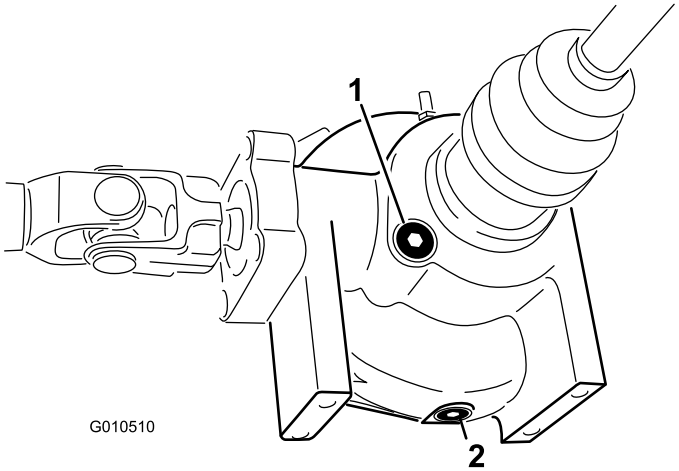

**Figur 20**
2. Rengør området omkring påfyldnings-/kontrolskruen på siden af differentialet (Figur 20).